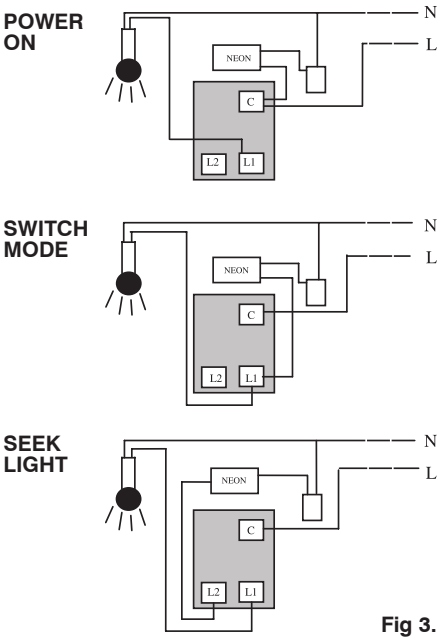

Fig 3.
8. The neon indicator can be used to illuminate the switch in a number of ways depending on wiring, & the presence of a neutral supply. See Fig 3.